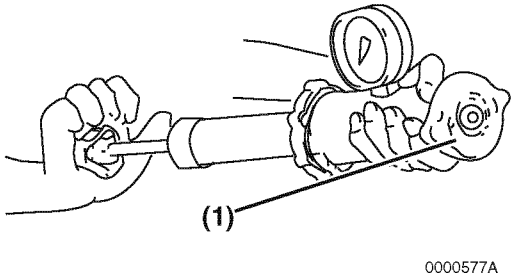

Figure 8-12
1. Check for proper operation of the radiator cap. Install the radiator cap **(Figure 8-12, (1))** on a cooling system tester.